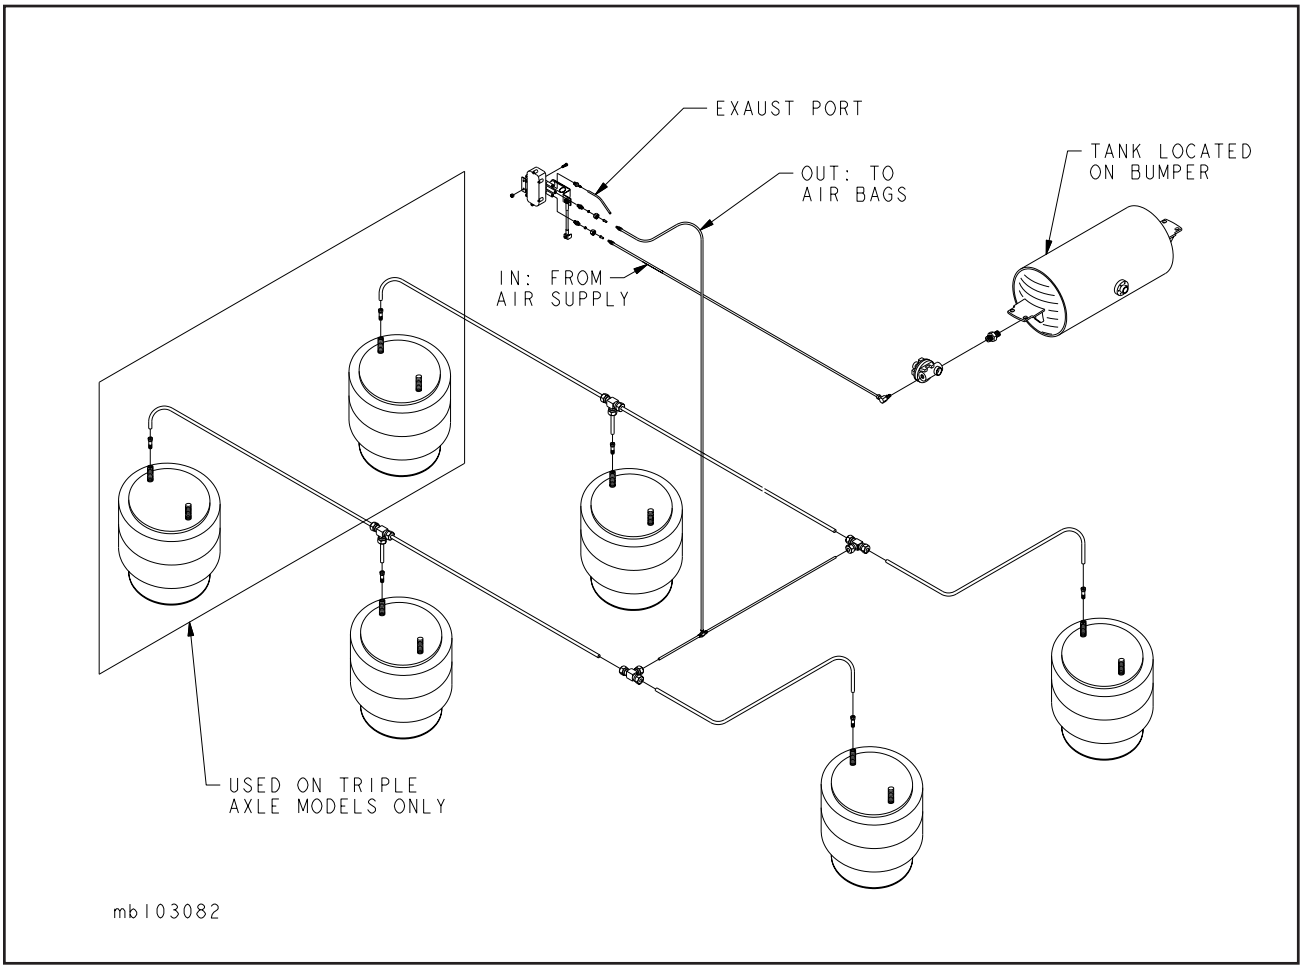

Figure 4-6 Tandem/Triple Axle Air Ride Suspension
a. See Figure 4-6 for Tandem/Triple Axle Air Ride Suspension drawing